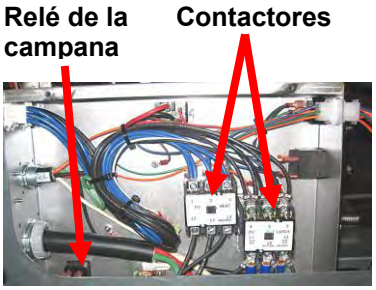

Figura 36
6. Retire la cubierta para que quede expuesto el interior de la caja de contactores (consulte la Figura 36).